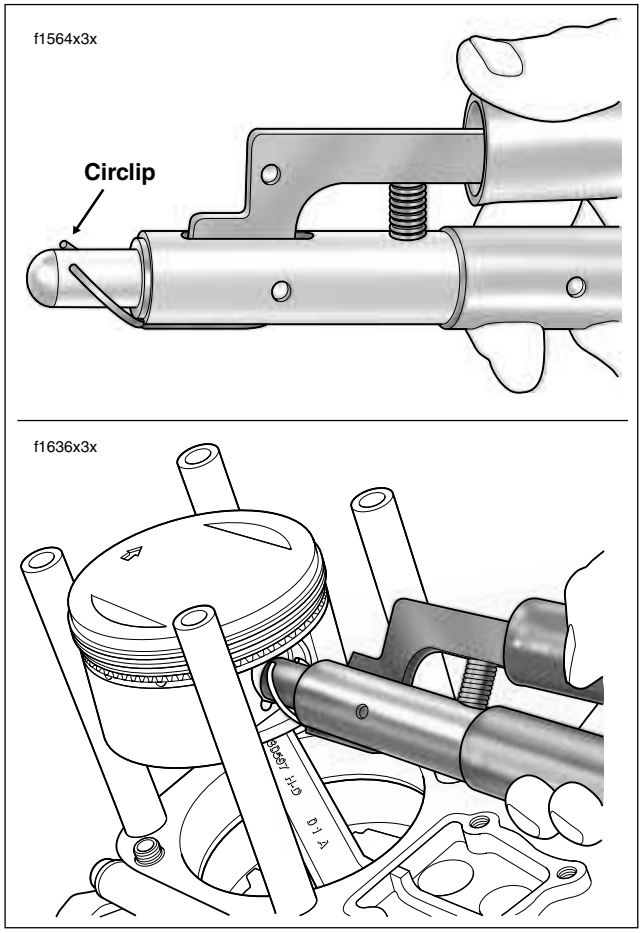

Figure 3-28. Install Piston Pin Circlip
c. Tilt the circlip forward until the end gap contacts nose of tool. See upper frame of Figure 3-28.